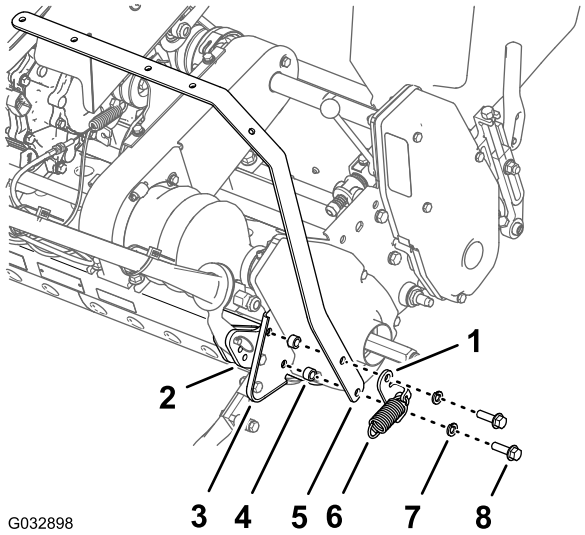

Figura 5
7. Montate la staffa di ancoraggio della molla, la cinghia della barra luci destra, i 2 distanziali e la piastra laterale destra sul cuscinetto esterno del telaio posteriore (Figura 5) con i 2 bulloni a testa flangiata (3/8 x 1-1/4 poll.) e le 2 rondelle di bloccaggio (3/8 poll.) che avete rimosso al passaggio 6.